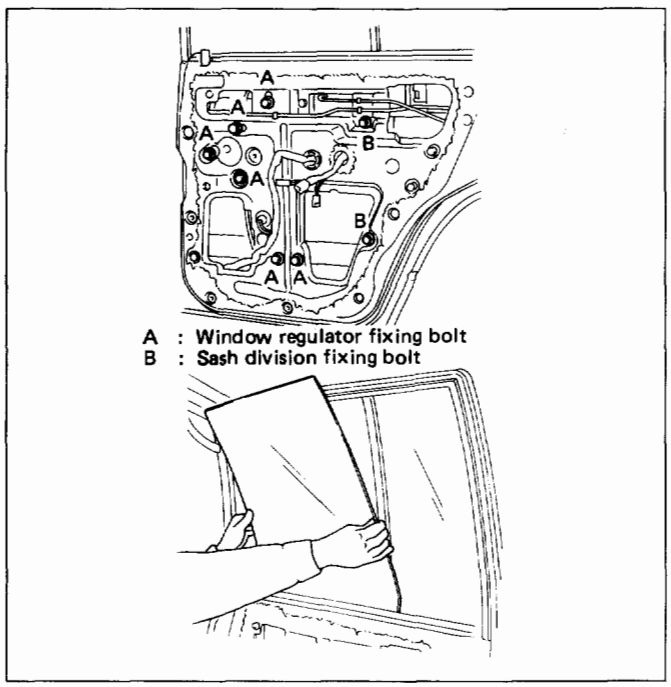

Fig. 10-60
- Remove the sash division fixing bolts (2 pcs.), and then remove the glass fixing bolt to remove the glass upwards. (Fig. 10-60)